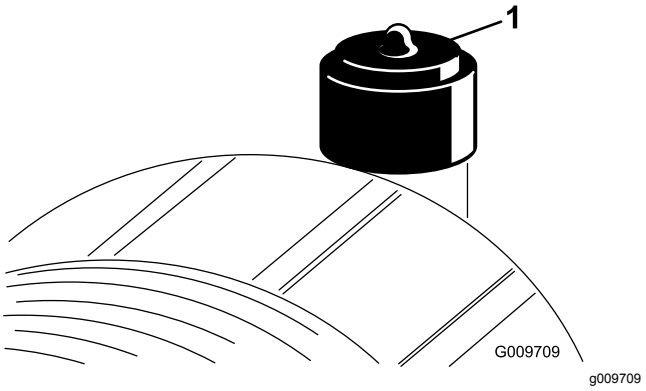

**Figur 44**
- Udskift luftfilterindsatsen, når advarselslampen for luftfilter (Figur 44) lyser rødt. Undgå overdreven rensning af luftfilterindsatsen.